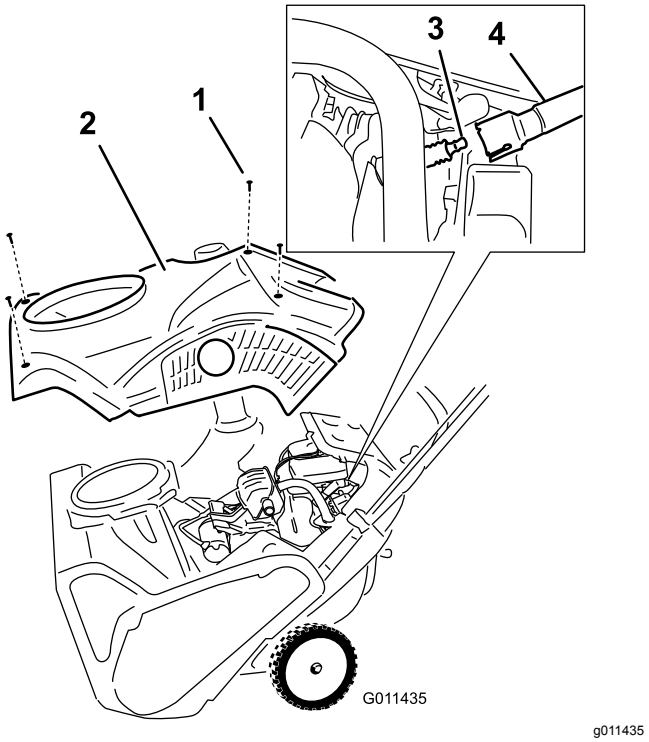

Рисунок 26
4. Отверните 4 винта, которые крепят кожух (Рисунок 26).
6. Извлеките масломерный щуп (Рисунок 26).